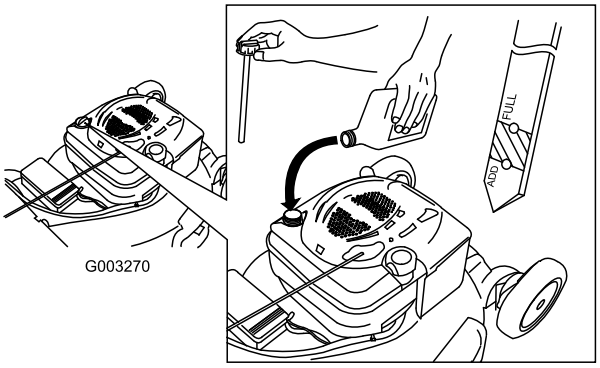

**Figur 10**
2. Ta ut oljestickan (Figur 10).
5. Ta ut oljestickan och läs av oljenivån, se Figur 10.